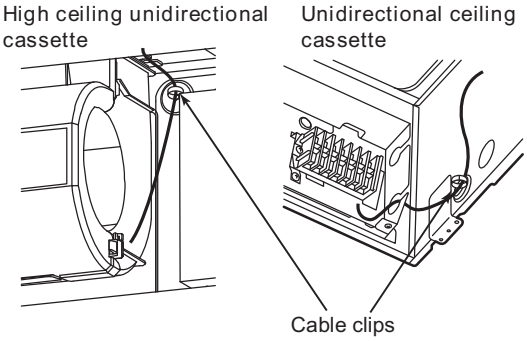

Fig. 8-12
(4) Install the panel on the indoor unit.
(5) Fasten the lead wire sticking out from the panel with the cable clips on the inside of the indoor unit. (Fig. 8-12)
(6) Draw the lead wire into the electrical box through the hole on the bottom and connect it to the remote control terminal strip.